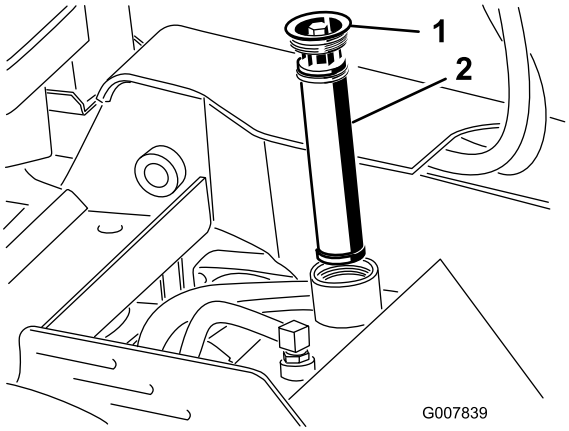

Bild 58
5. Entfernen und entsorgen Sie alten Filter (Bild 58).
6. Setzen Sie den Ersatzhydraulikfilter und den Deckel (Bild 58) ein und ziehen Sie die Schraube oben mit 13 bis 15,5 Nm an.
6. Entfernen Sie den Deckel des Hydraulikbehälters und den Filter (Bild 58).
12. Setzen Sie den Hydraulikfilter und den Deckel (Bild 58) ein und ziehen Sie die Schraube oben mit 13 bis 15,5 Nm an.